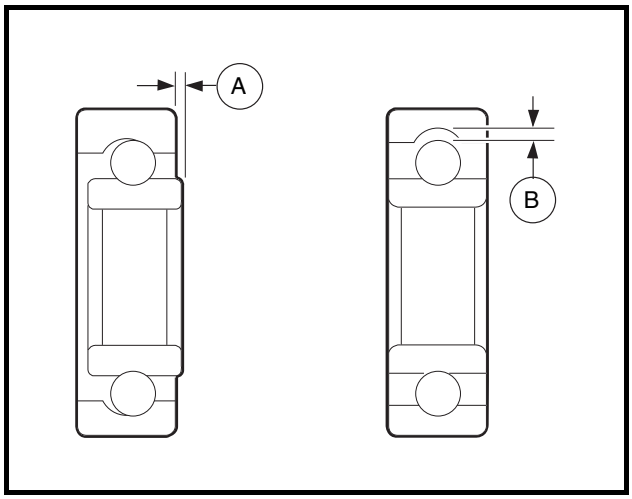

Figure 12-8 Bearing Play Inspection
1. Using a clean cloth, wipe the carbon dust from the two bearings. Inspect bearings by spinning them by hand and checking for both axial (A) and radial (B) play **(Figure 12-8, Page 12-5)**.